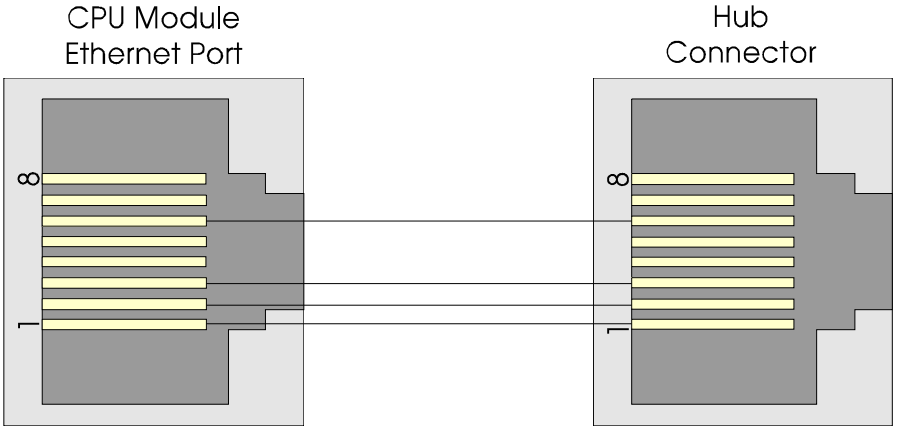

**Figure 2-8 - Standard 10/100Base-T Ethernet Cable (CPU/System Controller Board to Hub)**
A typical Ethernet Hub provides eight (8) 10/100Base-T RJ-45 Ports (with Port 8 having the capability to link to another Hub or to an Ethernet communications port). Both ends of the twisted pair Ethernet cable are equipped with modular RJ-45 connectors. These cables have a one-to-one wiring configuration as shown in Figure 2-8. Table 2-6 provides the assignments and definitions of the 8-pin 10/100Base-T connector.